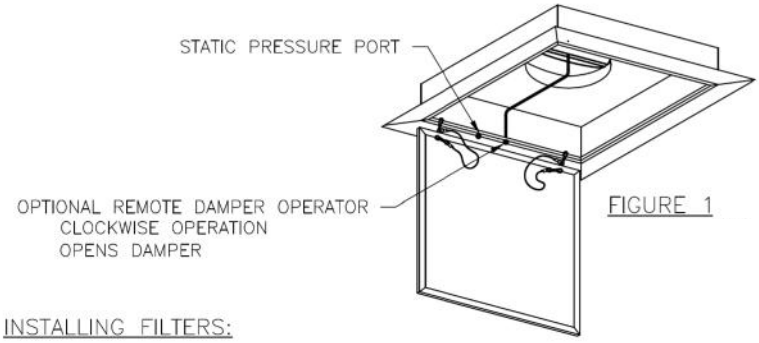

FIGURE 1
– AFTER DIFFUSER IS INSTALLED IN CEILING OPEN FACE PANEL (SEE FIGURE 1).